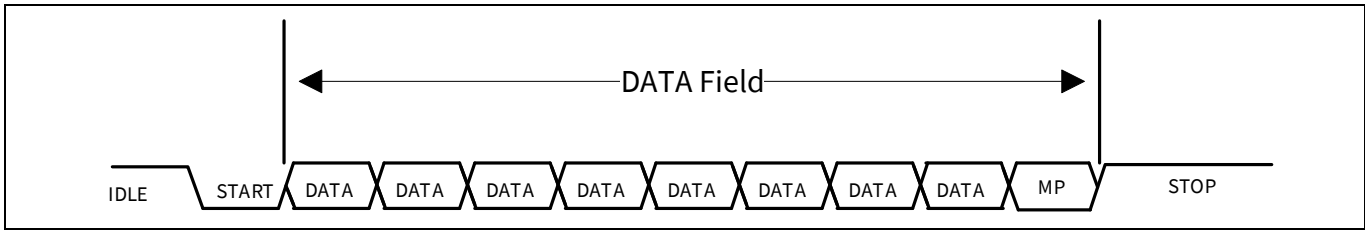

**Figure 18-13. UART MP data frame**
- Using 9-bit data field, with the ninth bit as address/data flag (MP bit). When set high, it indicates an address byte; when set low it indicates a data byte. A data frame is illustrated in **Figure 18-13**